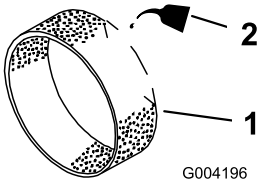

Figure 44
3. Imbibez le préfiltre de 30 à 60 ml d'huile (Figure 44).